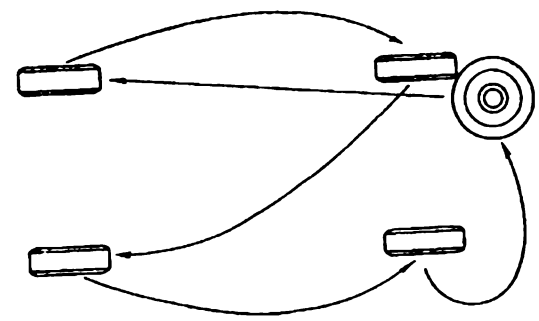

Рис. 164. Последовательность перестановки колес
9. Для обеспечения равномерного износа протектора регулярно, через 6000—12 000 км переставляйте шины с колесами в порядке, указанном на рис. 164.